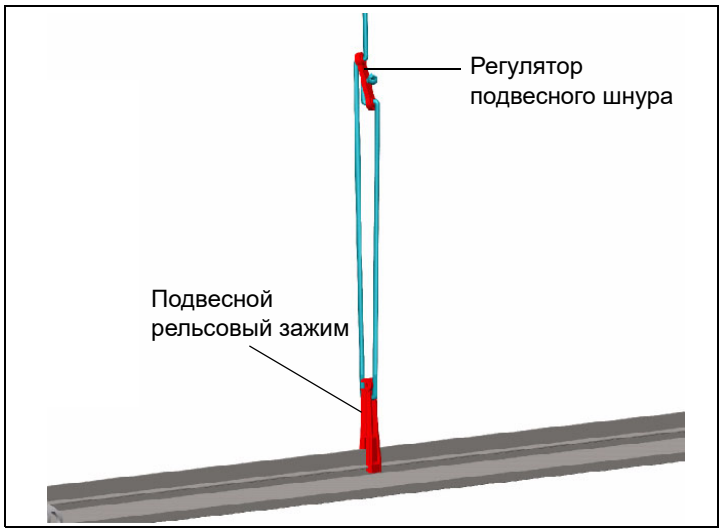
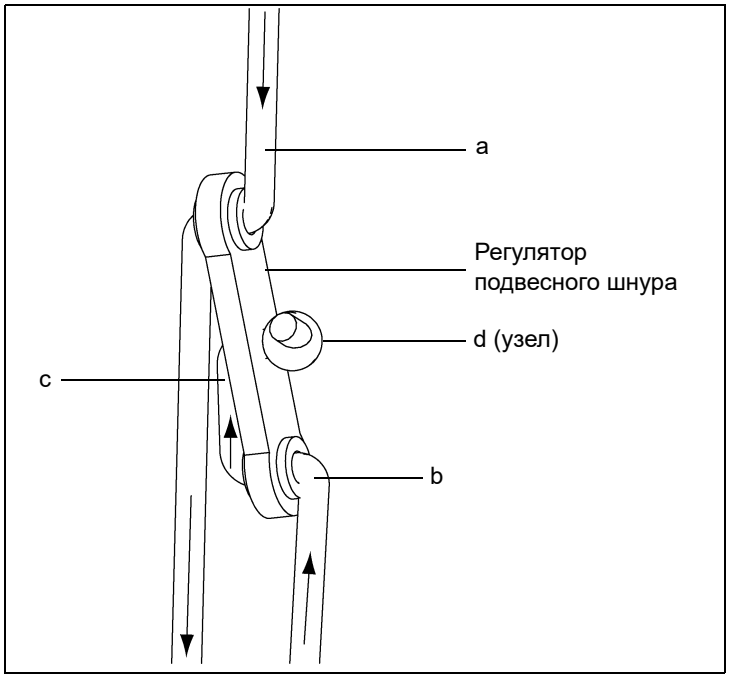

Рисунок 7C
Рисунок 7D
2. Пропустите подвесной шнур с верхней стороны отверстия в регуляторе подвесного шнура (a). Продолжайте пропускать подвесной шнур через подвесное крепление и обратно с верхней стороны противоположного отверстия регулятора подвесного шнура (b). В конце пропустите шнур вверх через среднее отверстие в регуляторе подвесного шнура (c) и завяжите узел (d). *(см. рисунок 7C и Рисунок 7D.)*